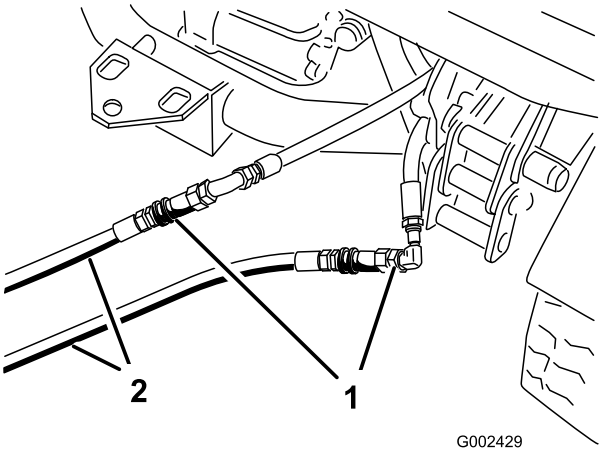

Figur 76
3. Koble de to forbindelsesslangene på den deaktiverte maskinen til slangene som ble koblet fra (Figur 76).